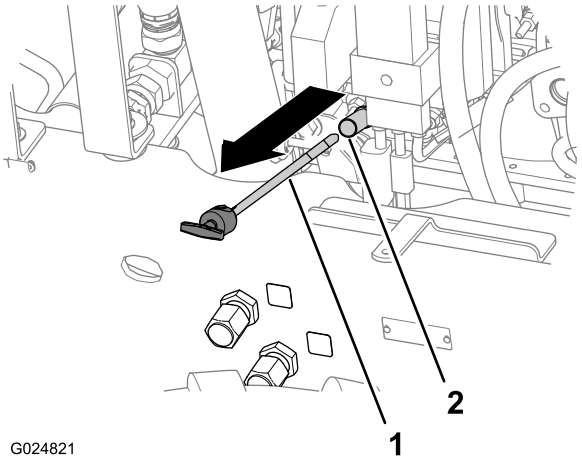

Bild 24
4. Nehmen Sie den Peilstab heraus und wischen Sie ihn mit einem sauberen Lappen ab (Bild 24).
5. Stecken Sie den Peilstab ganz in das Peilstabrohr und ziehen ihn dann heraus (Bild 24).